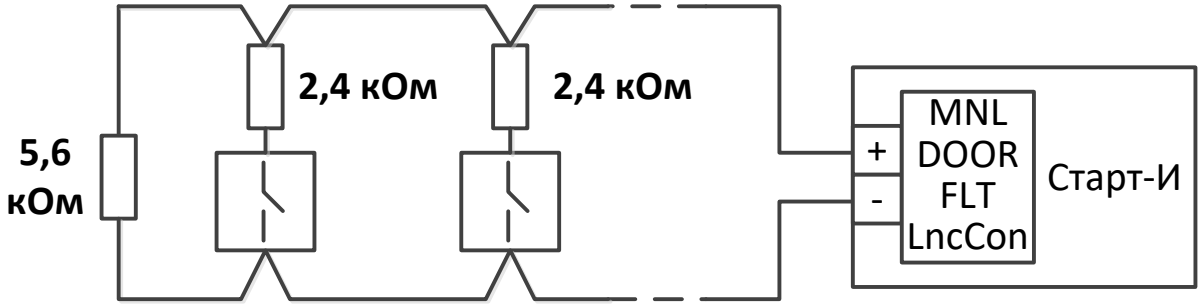

Рис. 20
- Схема подключения датчиков с нормально разомкнутыми внутренними сухими контактами представлена на рис. 20.